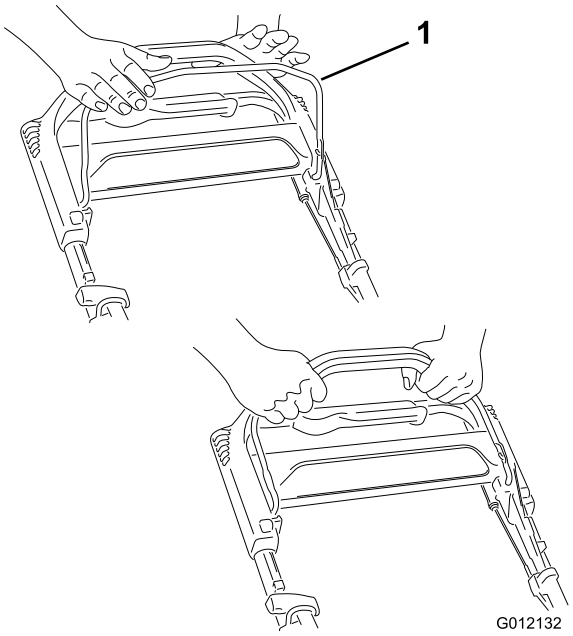

Bild 12
1. Halten Sie den Schaltbügel (Bild 12) gegen den Bügel gedrückt.